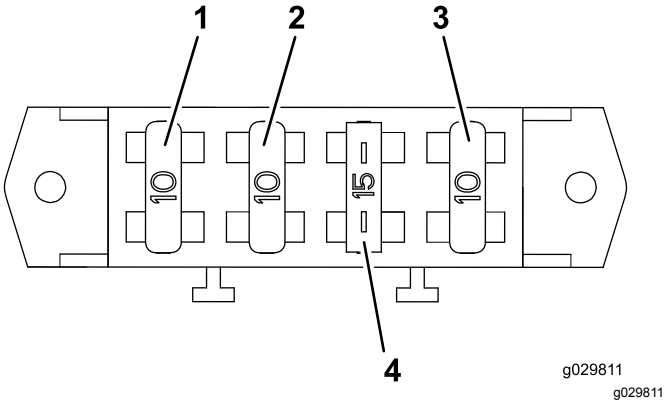

Figura 32
1. Inserte los 3 fusibles de 10 A y el fusible de 15 A en las ranuras del bloque de fusibles (Figura 32).